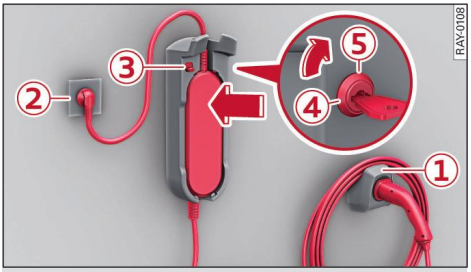

Fig. 81 Clip wall mount: Hooking in Audi charging system
- Press the operating unit back in the direction of the arrow ⇨ *Fig. 81* so that it engages. ▶
- Wind the length of cable you do not need around the charging connector mounting ① when you are not charging the high-voltage battery.
- Plug the mains cable into the power outlet ②.
- After charging, you can hook the vehicle charging connector into the charging connector mounting ①.